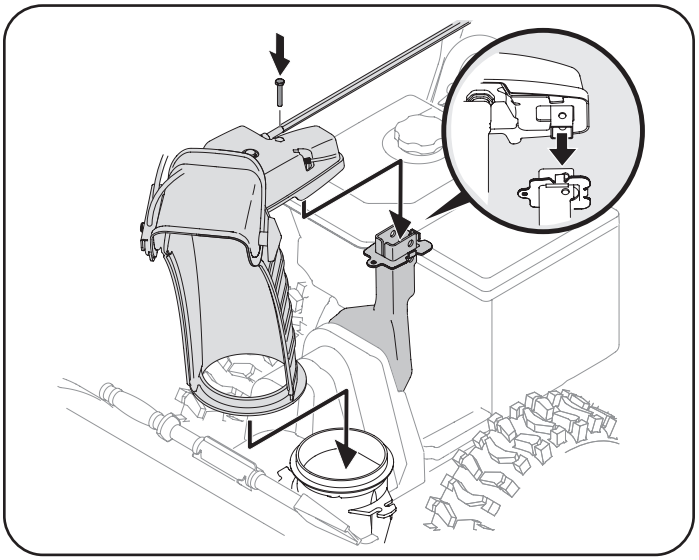

Figura 21
3. Coloque el canal sobre la base del canal y asegúrese de que la varilla de control del canal se encuentre debajo del panel de la manija. Coloque el tornillo hexagonal que extrajo en el Paso 1 pero no lo sujete con la tuerca de mariposa en este momento. Consulte Figura 21.